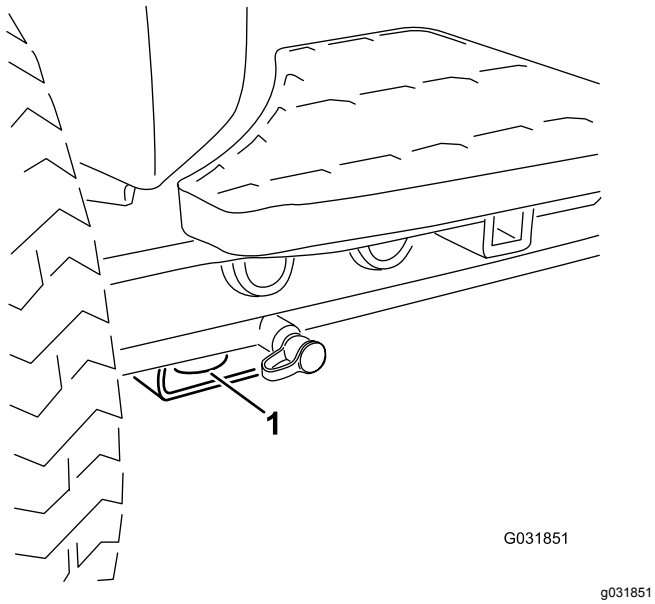
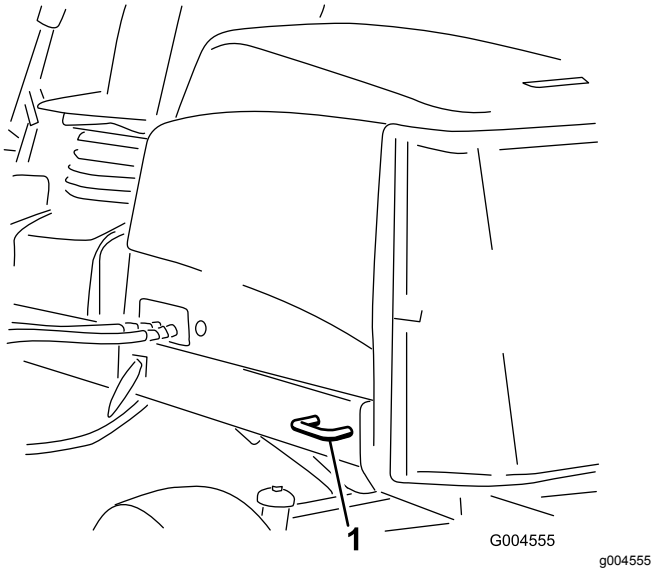

Figur 56
Figur 57
- Bind fast maskinen så att den sitter säkert med spännband, kedjor, vajrar eller rep. Både de främre och bakre spännremmarna ska vara riktade nedåt och ut från maskinen. Se Figur 56 och Figur 57.
- Fram – hål i det fyrkantiga belägget under axelröret inuti båda framdäcken (Figur 56)
- Bak – på båda sidor av maskinen, på den bakre ramen (Figur 57)